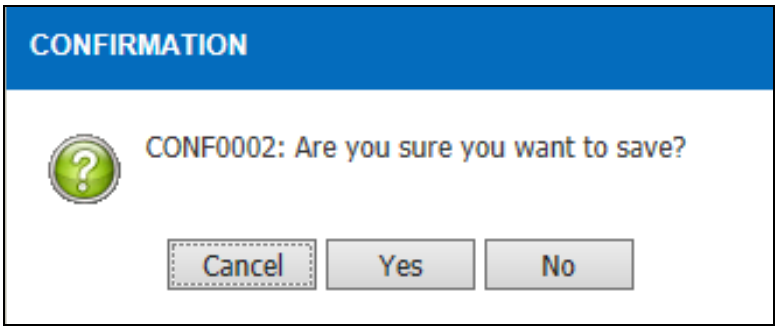

Figure 3.1.2-4 Confirmation Alert Messages
- *An alert message will be displayed as shown in Figure 3.1.2-4 and Figure 3.1.2-5*